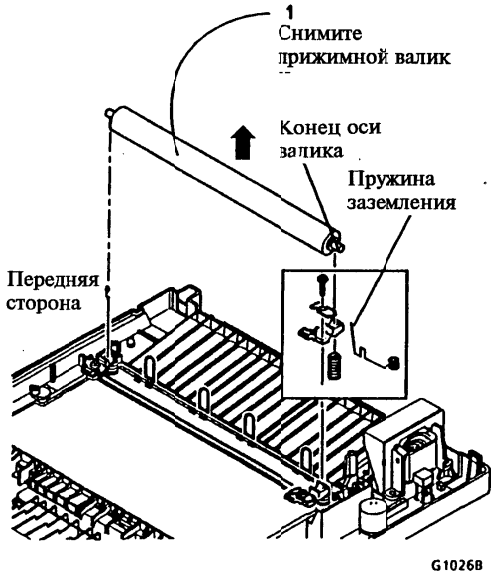

Рисунок 1. Снятие прижимного валика
2. (Рисунок 1): Снимите прижимной валик.